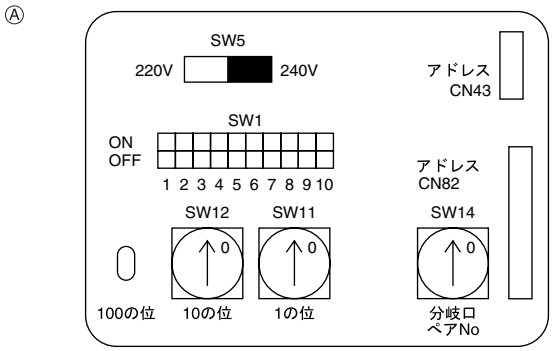

Fig. 5-5
5.3. Adressen einsetzen (Fig. 5-5)